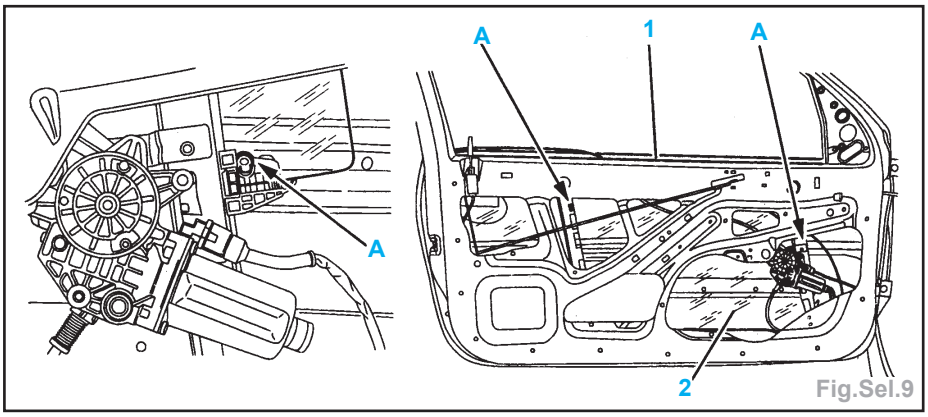

Fig.Sel.9
- le joint lécheur (1) (Fig.Sel.9).
- Dégager la vitre (2) du mécanisme en poussant en A à l'aide d'un tournevis et tirer la glace vers le haut et par l'extérieur.